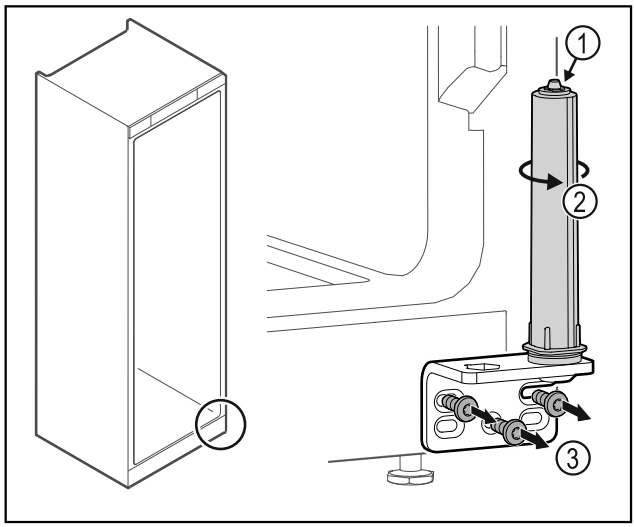

Fig. 14
▶ Nu dezasamblați sistemul de închidere al ușii *Fig. 14 (1)*.
▶ Rotiți *Fig. 14 (2)* sistemul de închidere, până când face clic.
▶ Deșurubați *Fig. 14 (3)* colțarul balamalei.